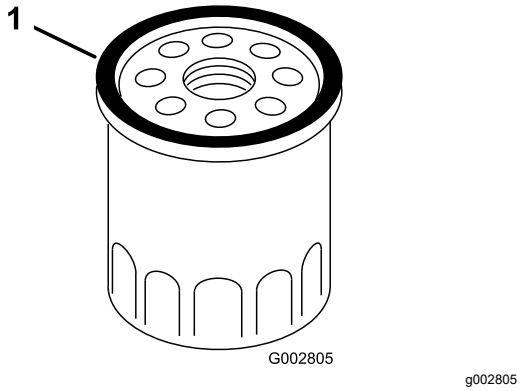

Figure 27
4. Avec les doigts, appliquez de l'huile sur le joint du filtre neuf (Figure 27).